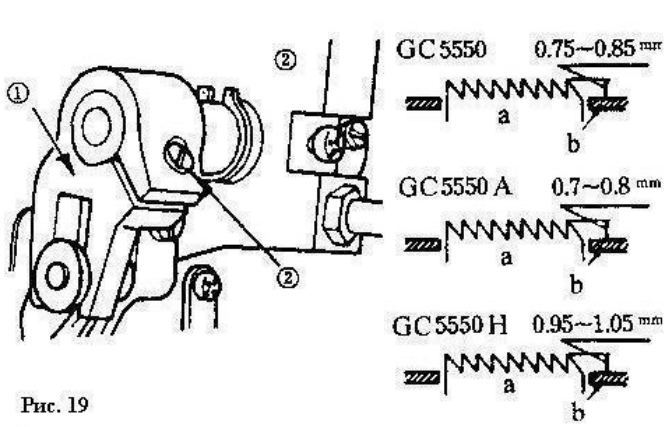

Рис. 19
1. Освободите два установочных винта(1) и (3) на эксцентриковом кулачке двигателя ткани, выберите соответствующую позицию эксцентрикового кулачка и снова затяните винты.
13. ВЫСОТА ЗУБЧАТОЙ РЕЙКИ ДВИГАТЕЛЯ ТКАНИ (рис. 19).